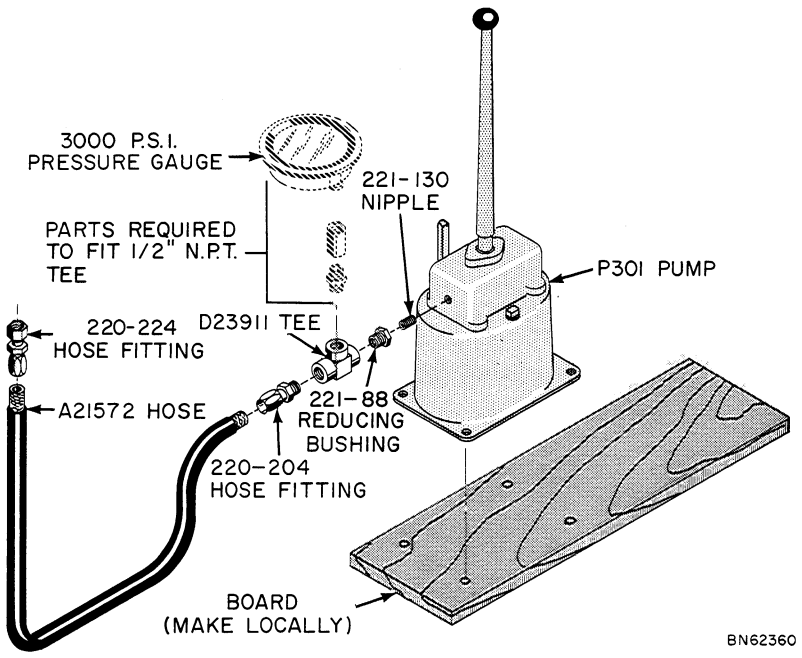

Figure 56 - Hand Pump and Fittings
1. Install an accurate pressure gauge that will read up to 3000 P.S.I. in the hand pump as shown in Figure 56.